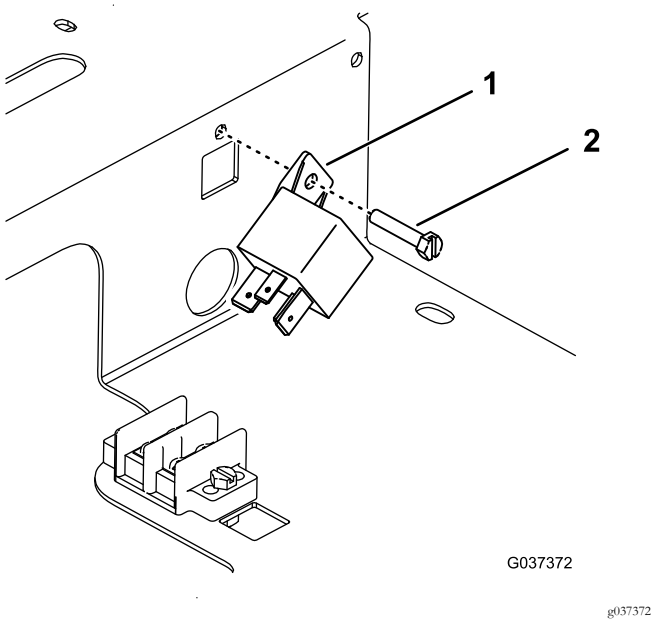

Figur 5
5. Montera effektreläet på höljets sida med en skruv och den befintliga platta muttern (Figur 5).